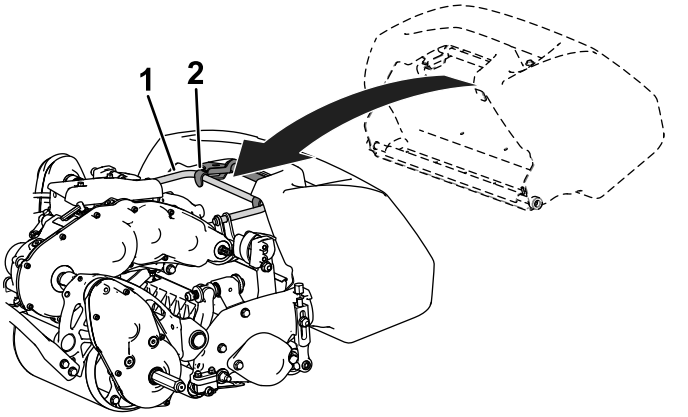

Figure 4
2. Faites passer le rebord du bac entre les plaques latérales de l'unité de coupe et par-dessus le rouleau avant (Figure 4).
3. Enfilez les crochets du bac sur l'arceau du cadre (Figure 4).